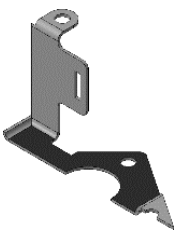

Рис. 1.41
16. Нажмите кнопку Параметры развертки  на панели Листовое моделирование. Укажите нижнюю грань (рис. 1.41).